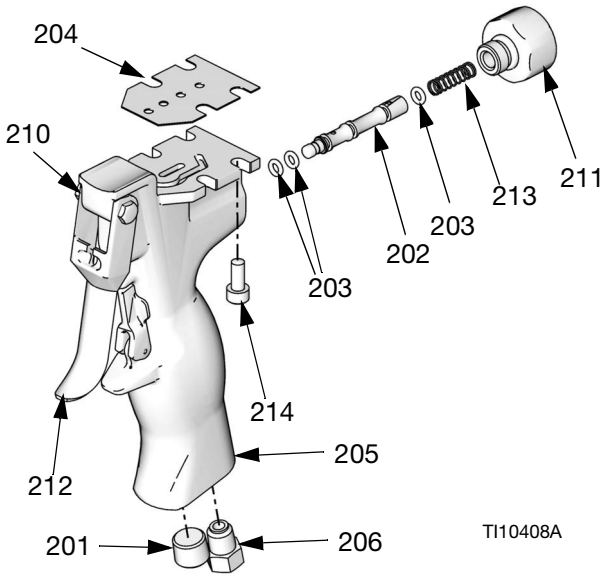

FIG. 9
1. Smörj o-ringarna (203) rikligt och montera igen. Montera spolen (202) och fjädern (213). Dra åt pluggen (211) till moment 14-15 N•m (125-135 in-lb). Se FIG. 9.
2. Passa in packningen (204) och fördelningsventilen ovanpå handtaget (205). Dra åt de fyra skruvarna (214) till moment 1,7-2,2 N•m (15-20 in-lb).